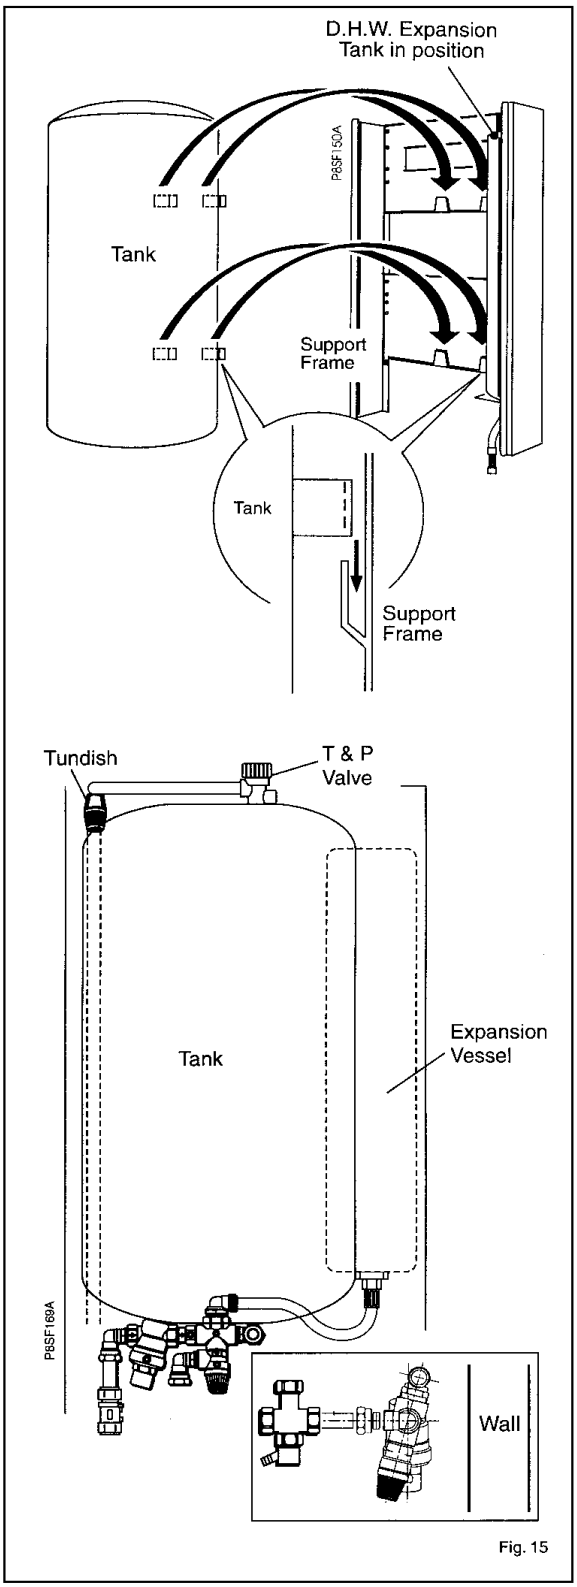

Fig. 15
a) Connect the water controls inlet assembly to the base of the tank. See Fig. 15.
frame as shown. See Fig. 15.
j) Connect the tundish assembly to the temperature & pressure valve as shown in Fig. 15. The tundish must be left visible to the consumer once installed and must not come into contact with any electrical components. Connect the pipe supplied to the temperature & pressure relief valve and the tundish.